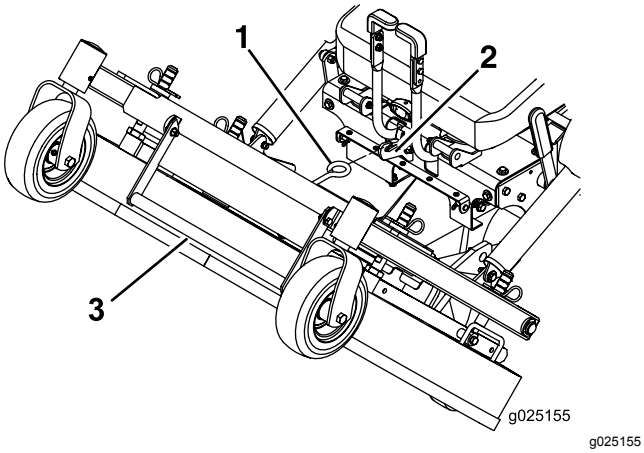

**Figuur 9**
4. Til het maaidek omhoog met de maaidekhandgreep en vergrendel het in de geheven stand (de vergrendeling bevindt zich middenvoor bij de stoel), zie Figuur 9.
1. Hou de maaidekhandgreep stevig vast, maak de maaidekvergrendeling los van de machine en laat het maaidek langzaam tot op de grond zakken (Figuur 9).